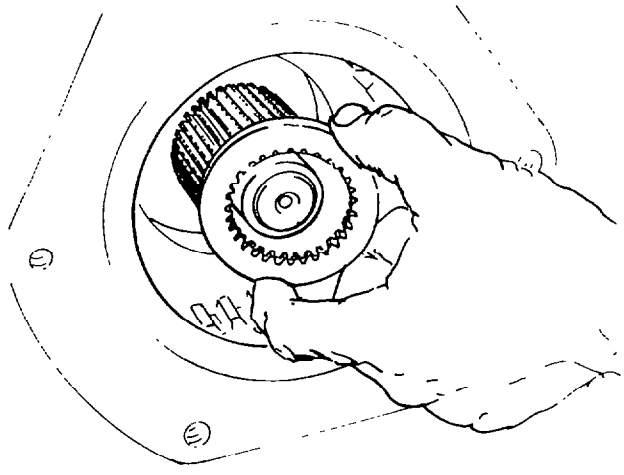

Fig. 208 — Installing Fourth Gear Selective Thrust Washer
w. Install the fourth gear selective thrust washer and snap ring onto the mainshaft (see fig. 208).